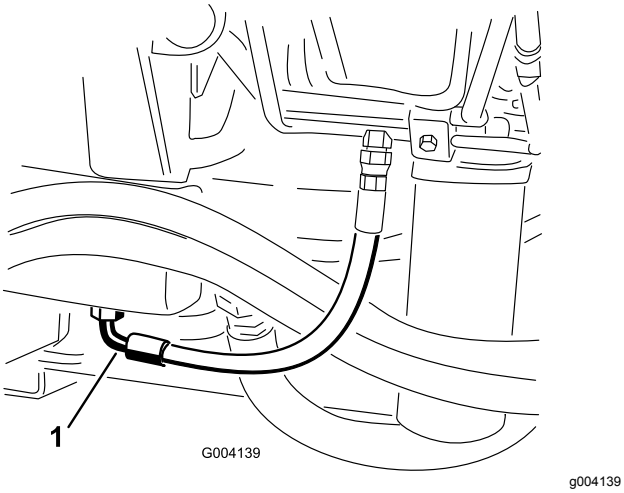

Figur 90
2. Plasser et stort tappefat under nippelen som er festet til bunnen av den hydrauliske væskebeholderen (Figur 90).